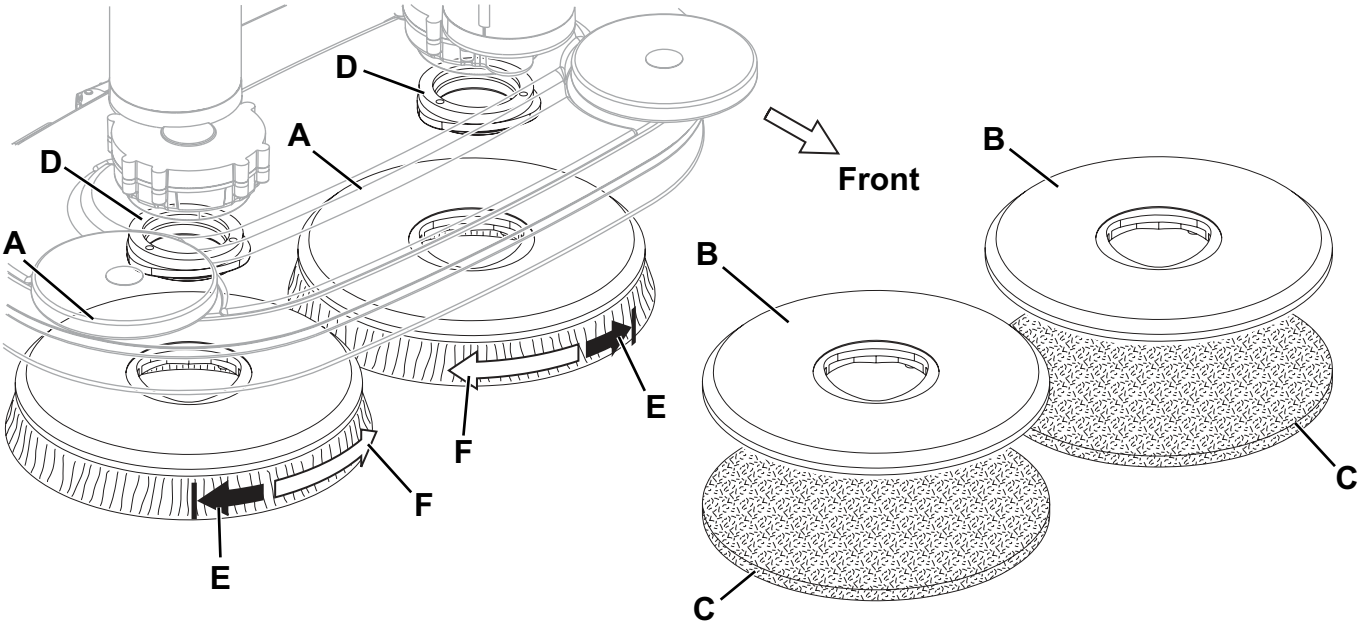

Abbildung 1
An dem mit dem geeigneten Bürstenkopf vorgerüsteten Gerät können die Bürsten (A, Abb. 1) oder die Padhalter (B) mit Pad (C) montiert werden, je nach auszuführender Bodenbehandlung.